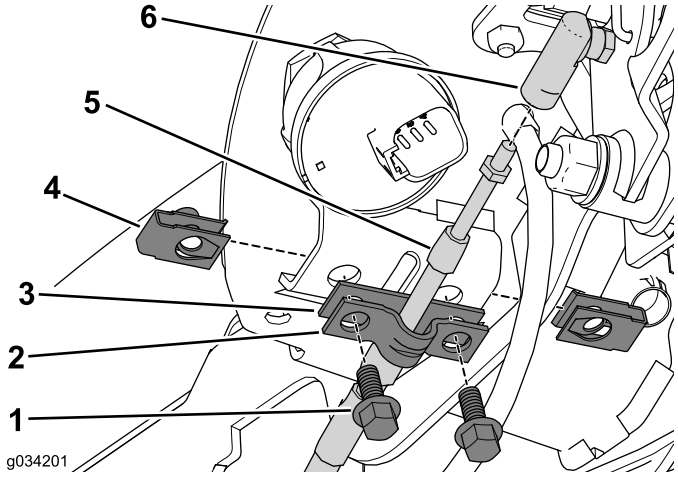

Figuur 5
1. Verwijder de 2 bouten en clipmoeren waarmee de kabelklem en het opvulstuk aan de bedieningseenheid bevestigd zijn (Figuur 5).
2. Bewaar de kabelklem en gooi het opvulstuk weg (Figuur 5).
3. Maak de kabel van de vergrendelde neutraalstand los van de kabelstekker (Figuur 5).